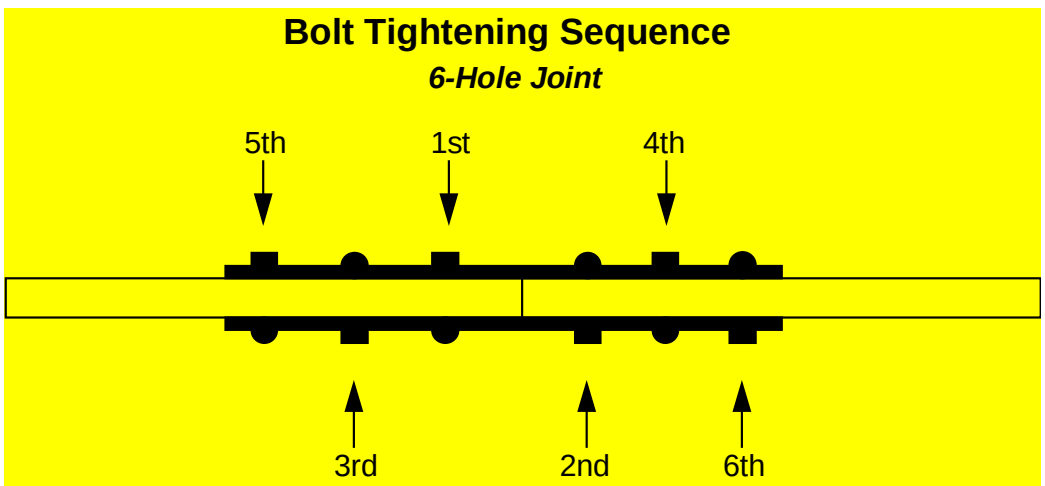

Figure 4-I-1
5. Tighten bolts in rail joints alternately and equally with a hand-operated or power-operated wrench as shown in Figure 4-I-1 and Figure 4-I-2.